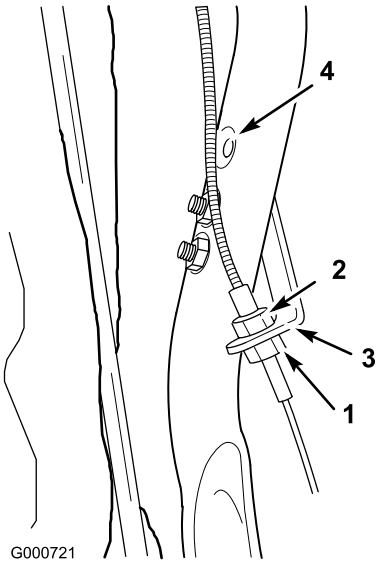

Bild 31
2. Lockern Sie die untere Mutter an der Unterseite des Bügels (Bild 31).
3. Ziehen Sie die obere Mutter zum Bewegen des Zuggehäuses nach oben (Bild 31), wodurch das Reibrad näher an den Reifen bewegt wird. (Effektiv wird dadurch der Zug zum Ausgleich der Abnutzung verkürzt.)
Hinweis: Bewegen Sie, wenn Sie den Zug nicht mehr einstellen können, den Bügel in das obere Loch im Griff und beginnen mit der Einstellung von vorne (Bild 31).
4. Wenn Sie die richtige Einstellung erreicht haben, ziehen Sie die untere Mutter gegen den Bügel fest, damit die Einstellung arretiert ist (Bild 31).